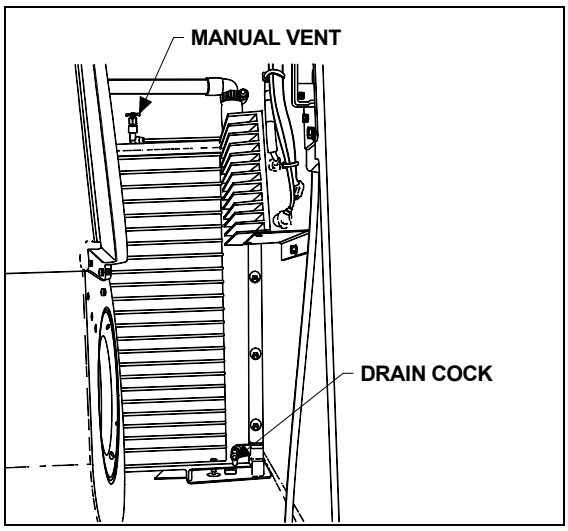

FIGURE 44: EVAPORATOR COMPARTMENT 22128
4. Open drain cock in bottom of heater core, then open manual vent located on top of heater core (Fig. 44) in order to allow air to enter while draining.